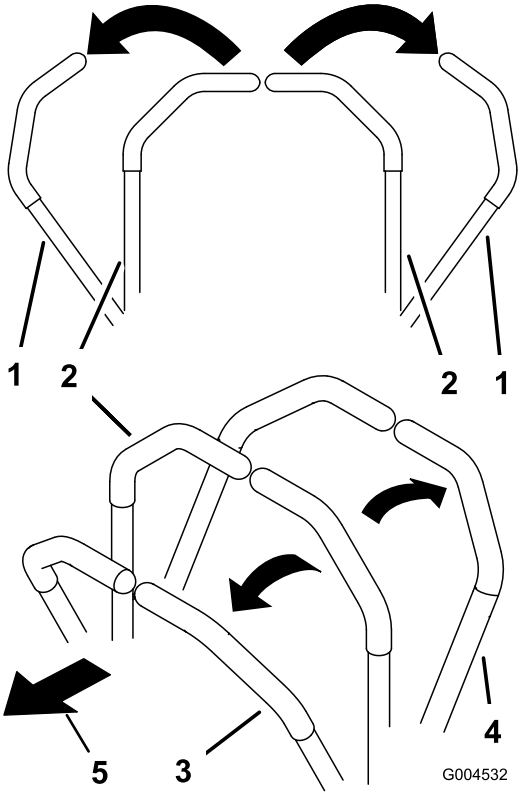

Figur 22
1. Flyt styrehåndtagene til neutral låst position (Figur 22).